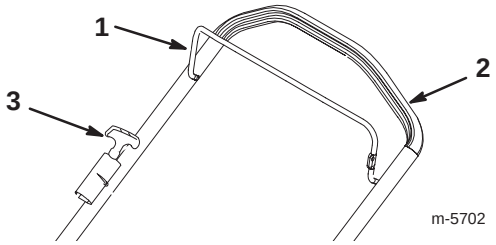

Figure 9
The starter handle and the blade control bail are on the handle as shown in Figure 9.
3. Hold the blade control bail against the handle (Fig. 9).
4. Pull the starter handle lightly until you feel resistance, then pull it sharply (Fig. 9). Allow the rope to return to the handle slowly.